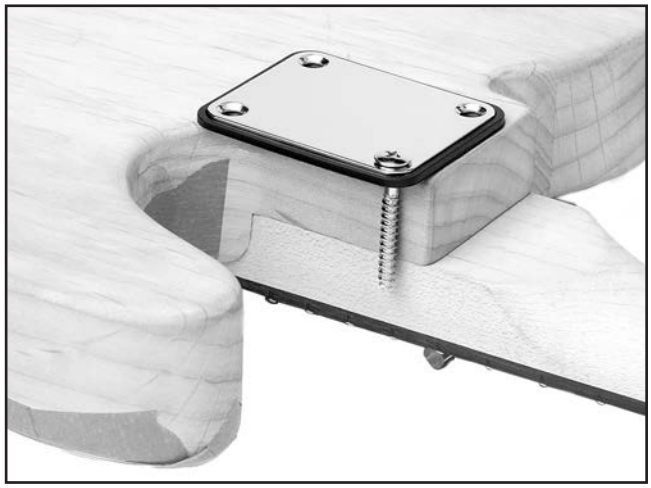

Figure 9. Using screw tip depth to set depth stop.
4. Gently mark the screw tip depth with a pencil (see **Figure 9**).